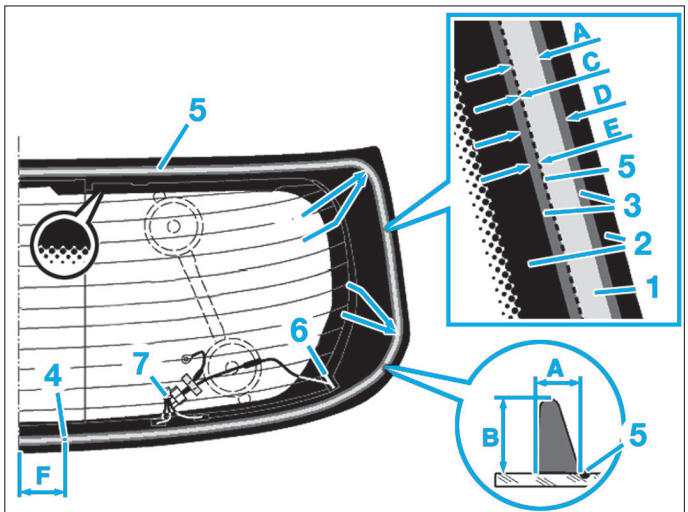

FIG. 16
- la butée hémisphérique (8),
- la butée (7) à l'intérieur des pattes (7),
- la butée hémisphérique dans la zone (11) au centre de l'empreinte.
• Préparer la lunette arrière **(Fig.16)**.
Sur les véhicules sans fonction TV, il faut retirer de la lunette arrière la connexion (7) (Fig.16).
La partie quasi verticale (B) du cordon de colle (1) (Fig.16) doit être orientée vers le bord de vitre.